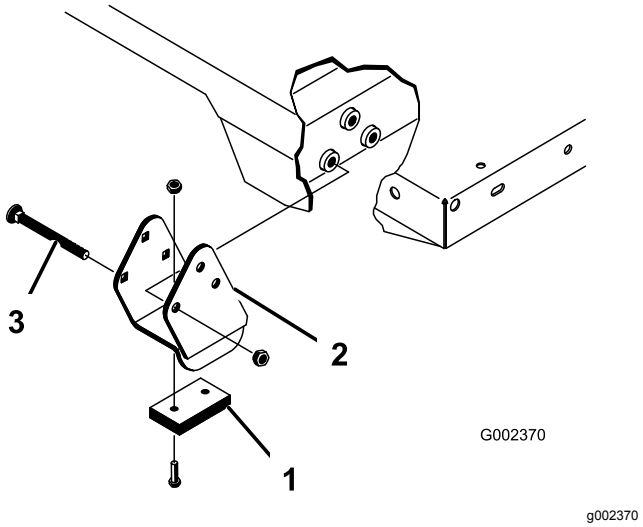

Figura 25
Assicuratevi che le staffe distanziali e i blocchi di usura (Figura 25) siano montati con le teste dei bulloni a testa tonda posizionate all'interno della macchina.
2. Posizionate attentamente il pianale sul telaio della macchina, allineando i fori della piastra di articolazione del pianale posteriore con i fori nel canale del telaio posteriore e montate i 2 perni con testa e le coppiglie ad anello (Figura 25).
4. Inserite il perno con testa dall'esterno del pianale, con la coppiglia ad anello orientata verso l'esterno (Figura 25).